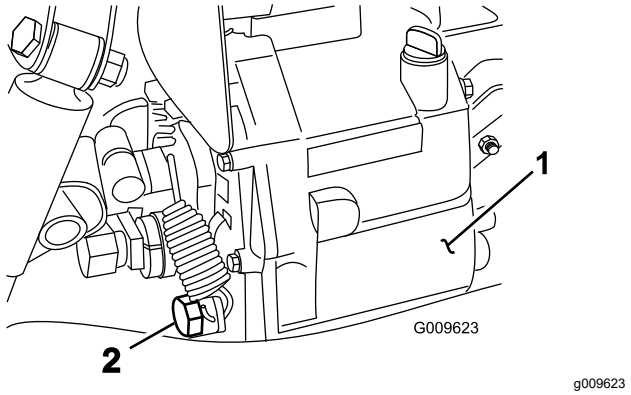

Figur 69
4. Ta bort avtappningspluggen från tankens sida och låt hydraulvätskan rinna ner i ett avtappningskärl (Figur 69).